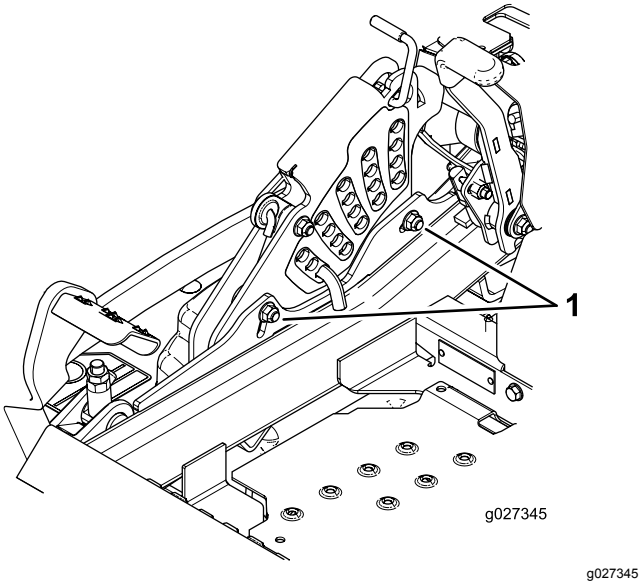

Figur 87
10. Lossa de två skruvarna längst ned på klipphöjdsplattan för att justera enkelpunktssystemet (Figur 87).
11. Dra åt de två skruvarna som sitter längst ner på klipphöjdsplattan (Figur 87).